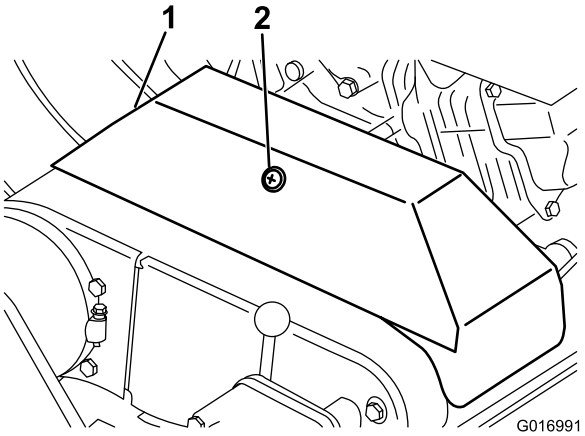

Figuur 39
2. Draai de borgschroef los waarmee de kap van de V-riem is bevestigd, en draai de kap open (Figuur 39).